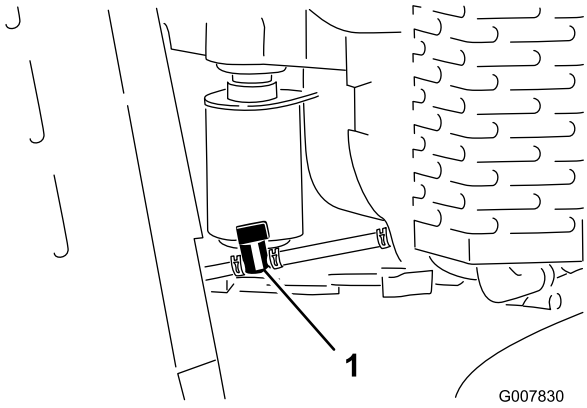

Figur 40
4. Vrid bränslekranen till det stängda läget (Figur 40).
5. Kläm ihop slangklämmans ändar på motorsidan av bränslekranen och flytta den längs bränsleslangen, bort från ventilen (Figur 40).
6. Dra av bränsleslangen från ventilen (Figur 40).
3. Vrid bränslekranen till det stängda läget (Figur 40).
7. Vrid bränslekranen till det öppna läget (Figur 40).